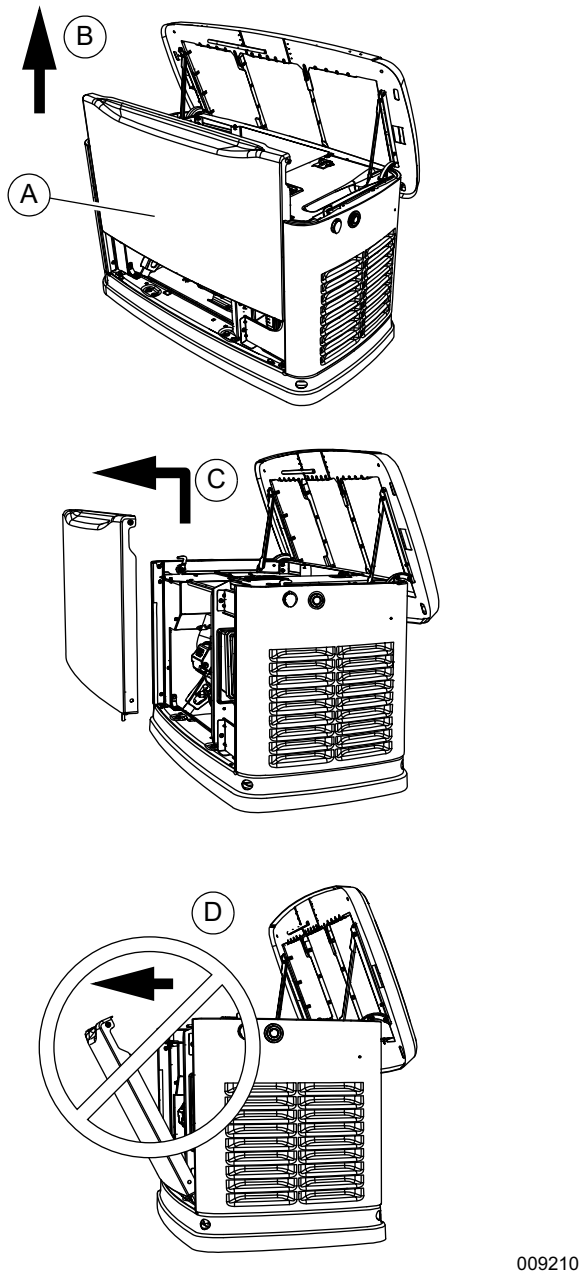

Figure 3-2. Remove Front Access Panel
See ***Figure 3-2***. Remove front access panel (A) by lifting straight up and out once lid is open.